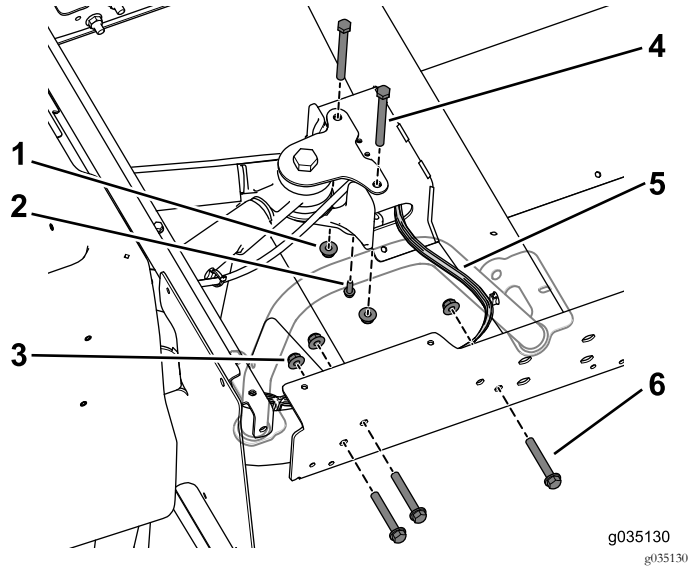

Bild 67
7. Entfernen Sie die Schrauben und Bundmuttern, mit denen die Befestigung des Schwenkarms am mittleren Kanal befestigt ist (Bild 67).